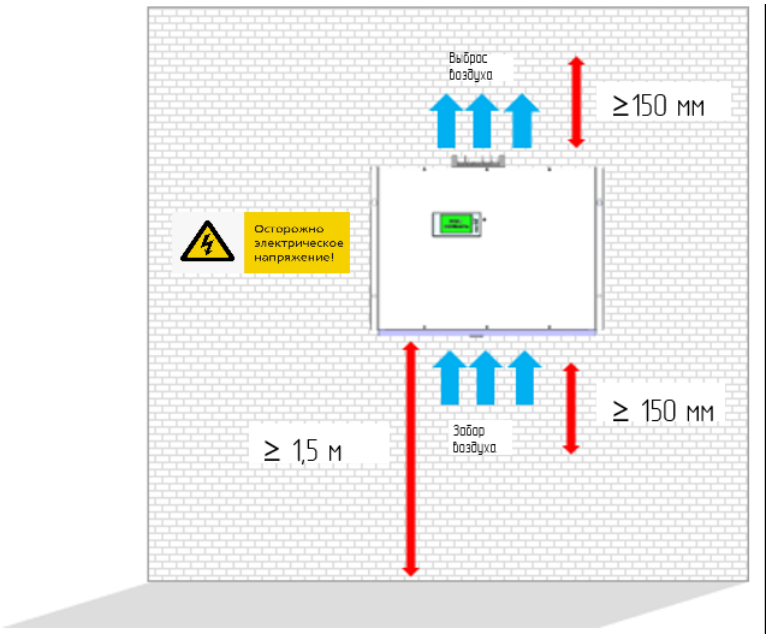

Рисунок 2.1 *— Схематическое изображение требований к пространству для установки АФГ*
2.2.3.3 Настенный АФГ забирает воздух снизу и выбрасывает его сверху (рисунок 2.1). Тепло распространяется снизу вверх. При монтаже АФГ необходимо обеспечить приток воздуха к нижней части АФГ и отсутствие сопротивления при выбросе нагретого воздуха в верхней части АФГ.